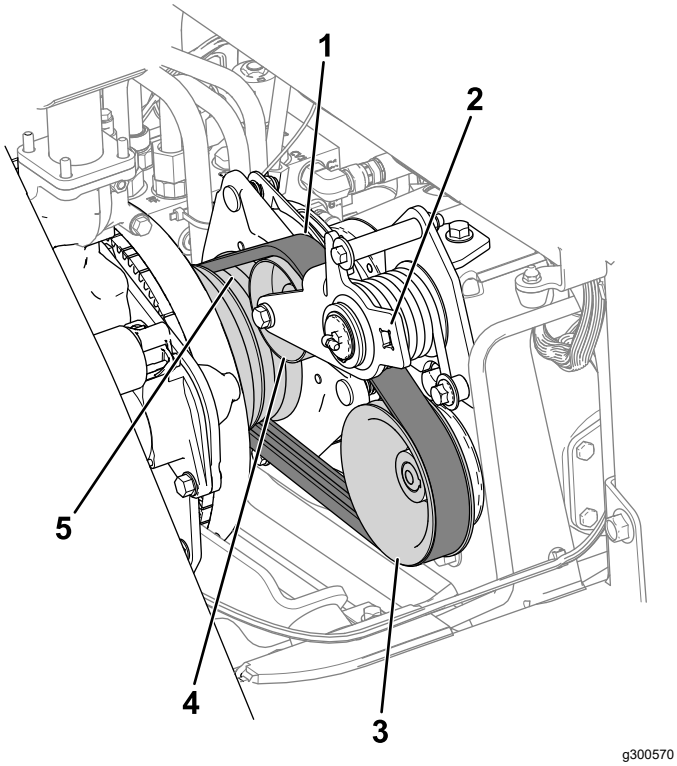

Figur 76
3. Dra remmen på motorremskivan, mellanremskivan och pumpremskivan (Figur 76).